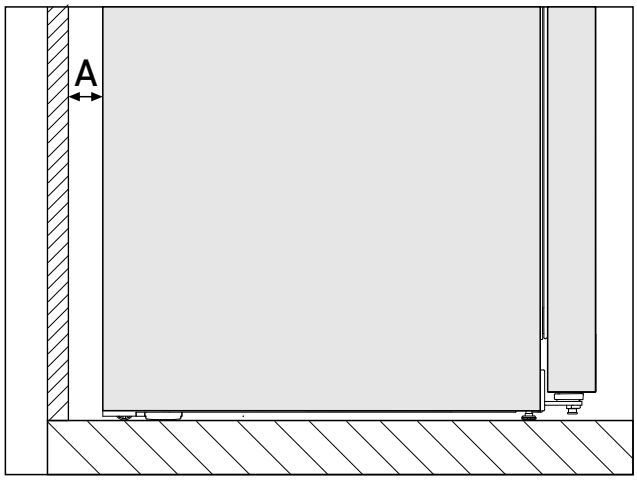

*Fig. 3 **
The energy consumption has been determined with a gap of *Fig. 3 (A)* between the rear of the appliance and the wall. If the distance from the wall is less than *Fig. 3 (A)*, this will not affect the appliance's performance. If the distance from the wall is reduced, energy consumption may increase slightly and condensation may form on the rear panel of the appliance.*